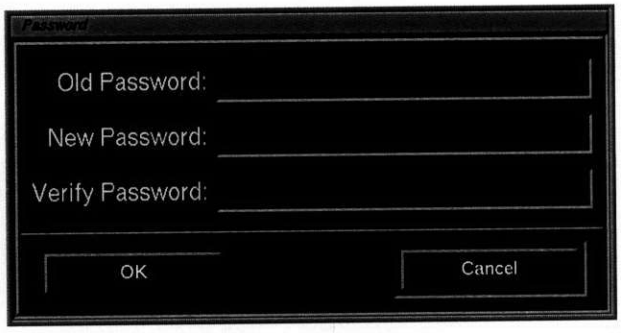

**Figure 8 Change Password Window**
**Step 2.** Click the **PASSWORD** button and the Password window (*Figure 8 Change Password Window, page 8*) appears.